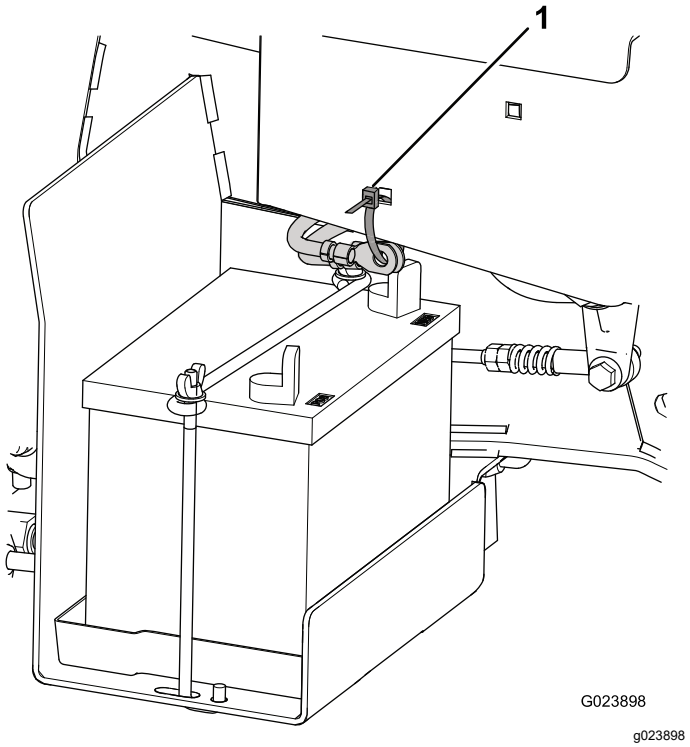

Rysunek 4
1. Przetnij opaskę zaciskową mocującą przewody akumulatora do ramy i wyrzuć opaskę (Rysunek 4).